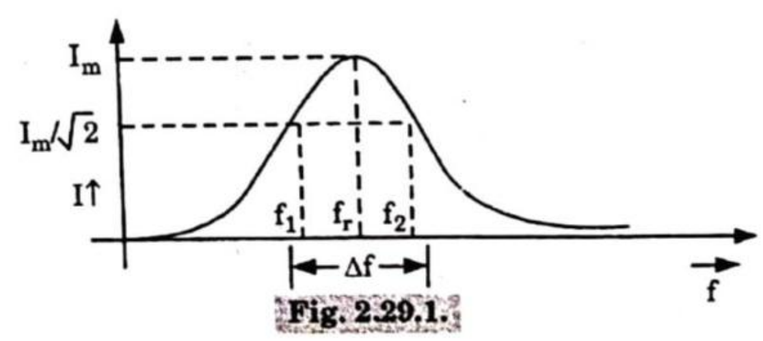

Fig. 2.29.1.
1. Consider resonance curve as shown in Fig. 2.29.1.
$\therefore$ From Fig. 2.29.1 $f_1 = f_r - \frac{\Delta f}{2}$ ...(2.29.9)